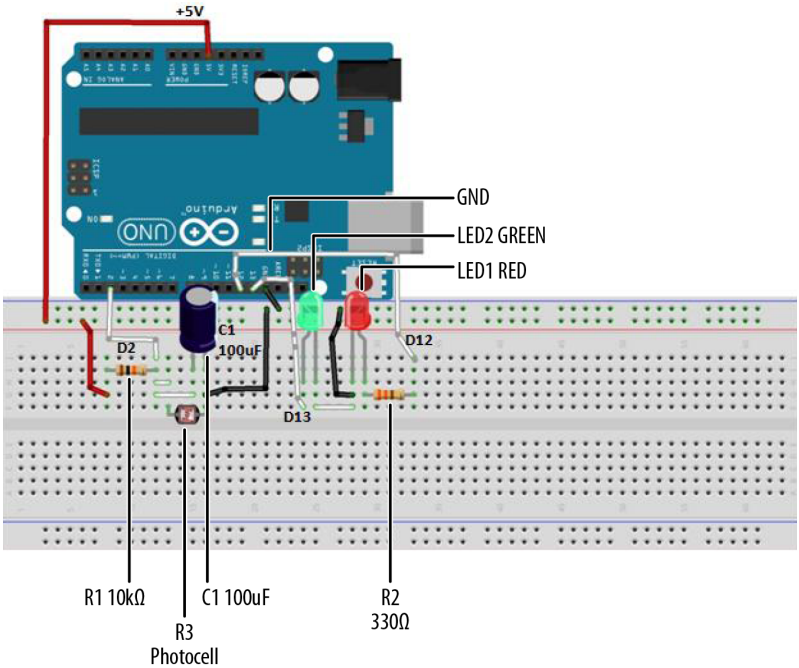

Figure 2-2. *Sunrise-Sunset Light Switch Fritzing diagram*
2. Wire the electronic parts using the Fritzing diagram of Figure 2-2 or the actual Sunrise-Sunset Light Switch device shown in Figure 2-1.